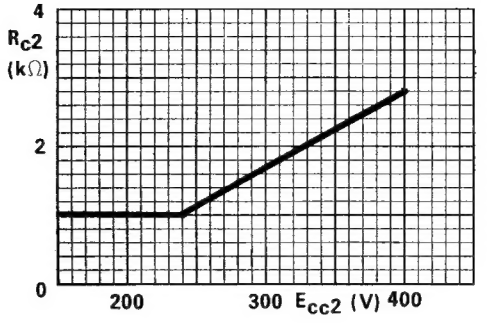

Figure 1
- ▲ To prevent an excessive value of Pc2 the minimum Rc2 values are given in Figure 1.
Note: Rc2 minimum for 400 V screen grid supply is 2.9 kΩ (see Figure 1).
Note: R_c 2 minimum for 350 V screen grid supply is 2.2 k Ω (see Figure 1)
Note: R_c 2 minimum for 280 V screen grid supply is 1.4kΩ(see Figure 1)